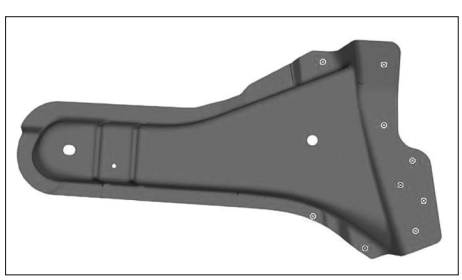

**FIG. 39**
• Percer au diamètre de 6,5 mm pour soudage ultérieur par points bouchons **(Fig.39)**.